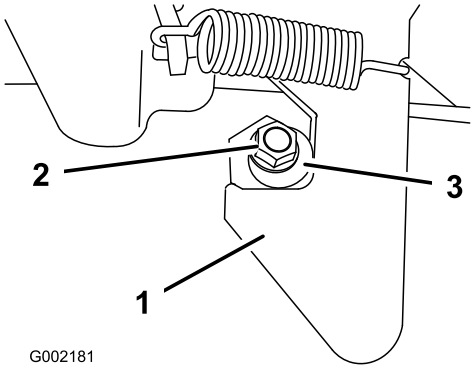

Figur 16
1. Løsne mutteren på enden av låsepostene (Figur 16).
2. Drei låseposten med klokken til den sitter tett mot sperren og stram mutteren (Figur 16).